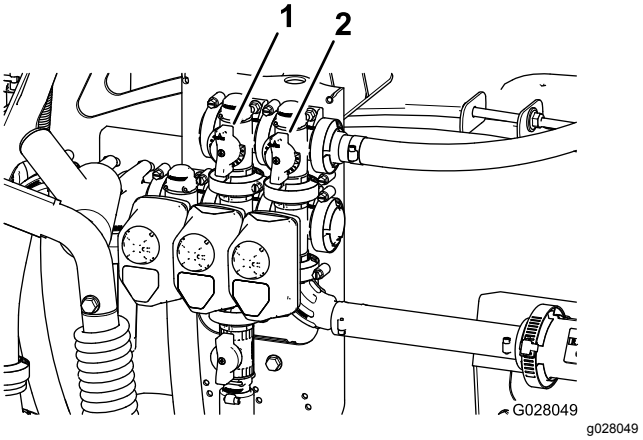

Figur 31
11. Juster omløpsventilen for risting (Figur 31) på baksiden av risteventilen helt til trykkmålingen viser 6,9 bar.
9. Juster håndtaket for hovedbomomløpet for å kontrollere hvor mye risting som skjer i tanken (Figur 31).